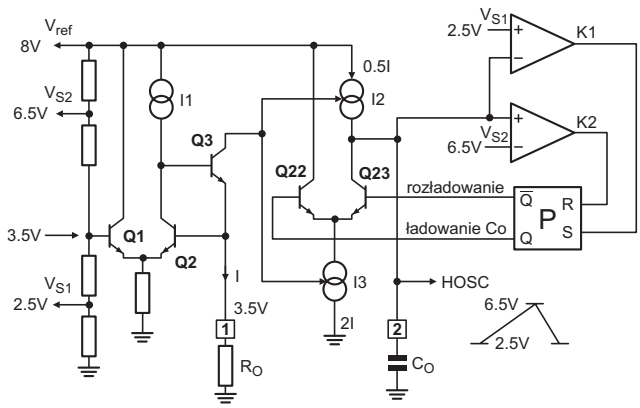
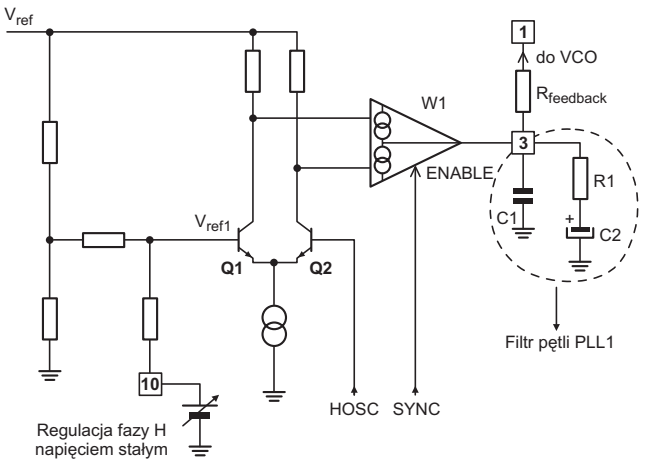

Rys.2.2. Budowa generatora linii.
Rys.2.4. Komparator fazy pętli PLL1.
Jest to typ generatora sterowanego prądem (CCO – prądowy odpowiednik oscylatora VCO). Generacja drgań odbywa się poprzez ładowanie i rozładowanie zewnętrznego kondensatora (podłączonego do wyprowadzenia 2), między dwoma ściśle ustalonymi poziomami: 2.5V i 6.5V. Wspomniane „sterowanie prądem" odbywa się poprzez lustra prądowe zaznaczone na rys.2.2 jedynie symbolicznie. Na wejście owych luster podawany jest prąd wyznaczony zewnętrznym rezystorem podłączonym do n.1. Potencjał na nóżce 1 wyznaczony jest precyzyjnie poprzez wzmacniacz objęty silnym lokalnym sprzężeniem zwrotnym, tworzą go tranzystory Q1, Q2 i Q3. Dzielnik rezystancyjny w bazie Q1 ustala ten potencjał na wartość 3.5V. W charakterze wzmocnienia napięciowego wykorzystany jest tranzystor Q2, który obciążony źródłem o dużej rezystancji dynamicznej (źródło prądowe I1) wykazuje bardzo dużą wartość wzmocnienia napięciowego. Tranzystor Q3 separuje wysoką impedancję kolektora Q2, stanowi wzmacniacz prądowy i na bazie Q2 zamyka pętlę ujemnego sprzężenia zwrotnego. Oczywiście, pełne zamknięcie tej pętli dokonane jest sprzężeniem emiterowym pary różnicowej Q1-Q2. Skoro zatem, napięcie na n.1 jest precyzyjnie ustalone, prąd wypływający z tego wyprowadzenia jest ściśle ustalony zewnętrznym rezystorem R_O. Ten sam prąd popłynie w obwodzie kolektora Q3. Zaleca się w tym miejscu, dociekliwemu Czytelnikowi analizę, iż równość ta jest spełniona niekoniecznie z założeniem bardzo dużych wzmocnień prądowych tranzystorów Q2 i Q3, a jedynie przy założeniu równości tych wzmocnień. Skoro zatem, prąd wyprowadzenia 1 przekłada się na prąd kolektora Q3, należy zauważyć, że prąd ten „odbija się" od luster dając źródła I2 i I3. Należy również zauważyć, iż w skojarzeniu z optycznym lustrem, nie są to lustra płaskie. Jedno z nich powiększa, drugie pomniejsza wartość wejściową. Powiedzielibyśmy zatem, iż jedno jest wypukłe, a drugie wklęsłe. Proporcje są odpowiednio 2:1 i 1:2. Po sprecyzowaniu powyższych zależności, dochodzimy do prądu dopływającego do kondensatora C_O. Prąd ten kontrolowany jest przerzutnikiem P, który sterowany jest przez komparatory, wyznaczające okno histerezy układu w ramach, której „chodzi" napięcie na kondensatorze C_O. Progi napięciowe wyznaczone są tym samym dzielnikiem rezystancyjnym, który ustala napięcie na wyprowadzeniu 1 układu. W dalszej kolejności, należy zwrócić uwagę, iż kondensator C_O jest ładowany prądem I2, natomiast gdy jest rozładowywany prądem I3, źródło I2 nie jest wyłączane. Daje to efektywnie stosunek nachylenia zbocza narastającego do opadającego jak 1:3. W oparciu o powyższą zasadę pracy układu, nasuwają się podstawowe pomiary w obrębie generatora linii: na nóżce 1 musi występować stałe napięcie o wartości 3.5V, na nóżce 2 przebieg piłozębny między poziomami 2.5V i 6.5V. Częstotliwość łatwo przeliczyć, co jednak zostanie dokonane w punkcie opisującym multistandardową aplikację TDA9102 (p.3 artykułu).
Odpowiedni fragment schematu tego członu pokazano na rysunku 2.4. Pętla PLL zastosowana jest w celu synchronizacji generatora linii. Pracę pętli fazowej w tym bloku funkcjonalnym monitora należy uznać za rozwiązanie w pełni klasyczne. Jest to również powszechna metoda synchronizacji generatora linii we wszystkich odbiornikach TV, również „archaicznych" konstrukcji lampowych. Jedyną nowością, choć też stosowaną od wielu lat, jest praca dwu pętli fazowych w tym układzie monitora/OTV. Pętla PLL1 dostraja częstotliwość generatora linii do częstotliwości impulsów synchronizujących, a PLL2 pozycjonuje powrót układu odchylania poziomego (rozumiany w zakresie fazy) względem impulsów synchronizujących (tak jest „z reguły"). Natomiast cechą wyróżniającą układ zastosowany w TDA9102 jest to, iż regulacja fazy odchylania dokonywana jest w pętli fazowej PLL1 (o czym wspomniano już w punkcie 2). Zatem, jak to działa? Układ wzmacniacza różnicowego wykonanego na tranzystorach Q1-Q2 (uwidocznione na rysunku 2.4) jest komparatorem porównującym piłozębny przebieg H_{OSC} pozyskany z generatora linii (rys.2.2) z napięciem referencyjnym, na którego poziom możemy wpływać poprzez napięcie (stałe) przyłożone do n.10. Wyjście tego komparatora steruje kolejnym komparatorem uwidocznionym na rys.2.4 w postaci wzmacniacza operacyjnego. To wzmacniacz transkonduktancyjny, czyli z wyjściem typu prądowego (co wyraźnie na rys.2.4 zaznaczono). Ten komparator jest strobowany wewnętrznym impulsem synchronizacji pozyskanym z układu opisanego w punkcie 2.2.2, a więc impulsem o szerokości ustalonej zewnętrzną pojemnością podwieszoną na nóżce 5 i synfazowym zewnętrznym impulsem synchronizacji. Pętla ujemnego sprzężenia zwrotnego (w ramach PLL1) wymusi punkt równowagi, gdy poziom napięcia na narastającym zboczu przebiegu H_{OSC} równym potencjałowi referencyjnemu V_{ref1} będzie (w czasie) położony symetrycznie, tj. w środku impulsu *Internal Sync*. Powyższe zdanie jest kwintesencją pracy pętli PLL1 i ujmuje problem „na skróty". W dalszej części tego punktu wyjaśnimy, że taki właśnie „punkt równowagi" się ustali. Teraz powiedzmy (również „na skróty") jakie są tego konsekwencje. Jeśli impuls powrotu linii ma ustaloną fazę względem przebiegu H_{OSC} (a tak jest i o to zadba pętla PLL2), to wyżej opisany zabieg realizowany w pętli PLL1 spowoduje przesuw fazy powrotu linii względem impulsu synchronizującego. Jednak jest to druga funkcja realizowana przez pętlę PLL1, pierwszą jest oczywiście synchronizacja, czyli spowodowanie aby generator linii oscylował na częstotliwości z jaką doprowadzone są do układu impulsy sync-H. Stan taki zostanie osiągnięty dzięki zamknięciu pętli ujemnego sprzężenia zwrotnego przez rezystor podłączony między wyprowadzeniami 3 i 1 układu scalonego. Ponieważ już w punkcie 2.2.1 ustalono, iż zastosowany tu generator jest sterowany prądem (CCO) pobieranym z wyprowadzenia 1 układu, napięcie wypracowane na nóżce 3 podstraja ten układ generatora. Pierwszym warunkiem jest, aby pętla zamknięta rezystorem R_{1-3} była pętlą ujemnego sprzężenia zwrotnego. To znaczy, że jeśli generator pracuje „za wolno", aby powodowała przyspieszenie jego pracy, gdy pracuje „za szybko" – zwolnienie. Drugim warunkiem jest, aby „stan równowagi" był osiągalny. To należy do doboru wartości elementów zewnętrznych i tym zajmiemy się w punkcie 3.1. Trzecim warunkiem jest, aby pętla ta była stabilna. Za spełnienie tego warunku odpowiedzialny jest filtr pętli PLL. Dzięki zastosowaniu komparatora (w układzie porównania fazy) z wyjściem Nortona, filtr ten jest bardzo prosty, stanowi go człon C-R-C podwieszony na n.3 do masy. Odpowiednia charakterystyka tego filtru to bardzo krytyczny punkt pracy pętli fazowej. Kondensator C1 jest równocześnie elementem całkującym, przetwarzającym prądowy charakter wyjścia na napięcie, natomiast C2-R1 wprowadza dodatkowe „zero" i biegun do charakterystyki układu. Finalizując opis pracy pętli PLL1 w TDA9102 załóżmy, że prąd płynący przez rezystor *feedbacku* R_{1-3} jest znikomy względem wydolności prądowej komparatora/wzmacniacza operacyjnego W1. Tym samym stan równowagi wymaga, aby czasy włączenia źródeł I+ i I- były sobie równe. Ponieważ wzmacniacz W1 strobowany jest impulsem *Internal Sync*, moment przełączania między uaktywnieniem obu tych źródeł prądowych musi być usytuowany w środku impulsu strobującego. Z analizy pracy komparatora Q1-Q2 wynika, że moment ten odpowiada zrównaniu potencjału na „pile" H_{OSC} z V_{ref1}. W tym miejscu, można już zamknąć problem kwitując – co należało wykazać. Na zakończenie tego punktu zauważmy, że napięcie powyżej 3.5V wypracowane na elementach filtru pętli PLL1 będzie zwalniało pracę oscylatora (względem częstotliwości drgań swobodnych wyznaczonych elementami R_O-C_O), napięcie poniżej tego progu będzie tę częstotliwość zwiększało. Zakres napięcia na wyprowadzeniu 3 jest ograniczony (elementami nie uwidocznionymi na powyższych rysunkach) do przedziału 1÷6V. Natomiast napięcie na wyprowadzeniu 10 w przedziale 0.5V do 4.5V skutkuje przesuwem fazy w zakresie ±45°. Tutaj miarę w stopniach kątowych należy rozumieć jako przesunięcie czasowe,